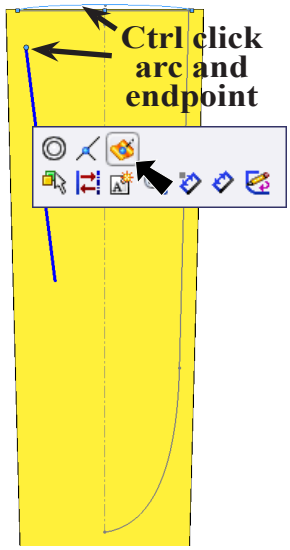

Fig. 42
Step 5. **Ctrl click top endpoint of line** and **arc in loft rear sketch** to select both. Release Ctrl key and click **Make Pierce** on the Content menu. Make Pierce adds a Pierce relation between line and rear sketch, **Fig. 42**.